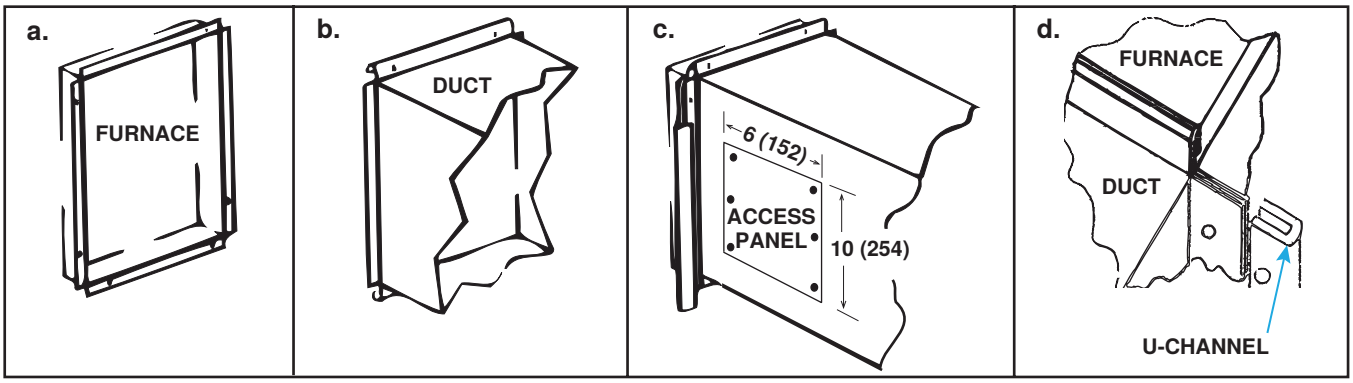

Figure 5. Connecting Ductwork to Furnace
- **Supply air duct/furnace horizontal connection:** Connect the duct to the furnace in accordance with the following steps shown in **Figure 5**:
- **Access panels:** Install removable access panels (see **Figure 5**) on both the upstream and downstream sides of the furnace. The access panels must be accessible when the furnace is in service and should be a minimum of 6 × 10 inches (152 × 254 mm) in size so smoke or reflected light may be observed inside the casing to indicate the presence of leaks in the heat exchanger. Ensure that the access panels are installed in such a manner so as to prevent leakage.